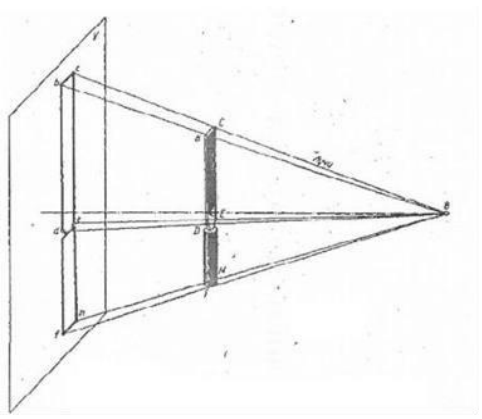

Рис.4.1
Так; например, центральная проекция получается таким образом: из точки О (рис. 4.1), называемой точкой схода лучей, мысленно проведем ряд лучей через все наиболее характерные точки B,C,D,E,F,M до пересечения с плоскостью проекций — в точках b, c, d, e, f и m. Затем эти точки соединим между собой линиями и получим фигуру, являющееся
1.По заданным в таблице координатам построить наглядное изображение точек A, B, C и D и эпюры этих точек. Для построения каждой точки выполнить отдельный чертеж рис. 4.1. При построении наглядного изображения ось OY проводится из точки O под углом 45° к горизонта-ли; по оси OY откладывается половина заданного в таблице размера, по осям